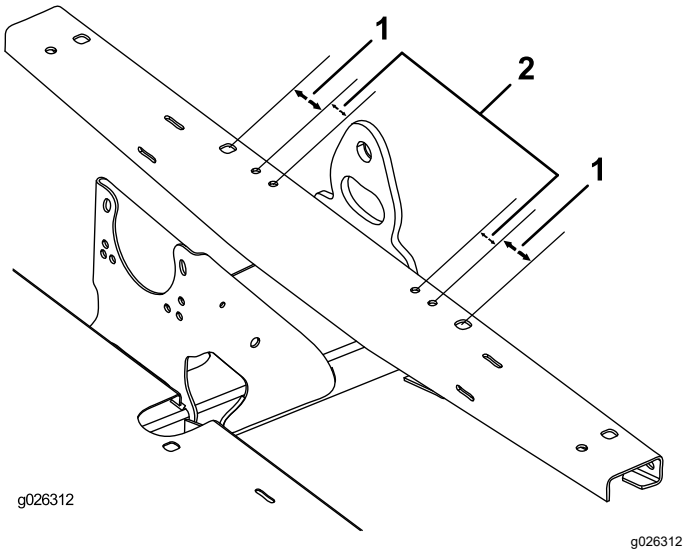

Bild 8
3. Verwenden Sie die Werte in Bild 8 und markieren und bohren Sie vier Löcher (3/8") oben in den Rahmenkanal.